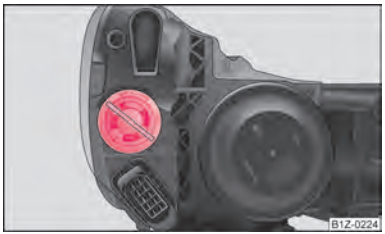

Fig. 182 Removing the light bulb for the turn signal light
- Turn the socket in the direction of arrow **OPEN (open)** and take it out together with the light bulb for the turn signal light ⇒ fig. 182.